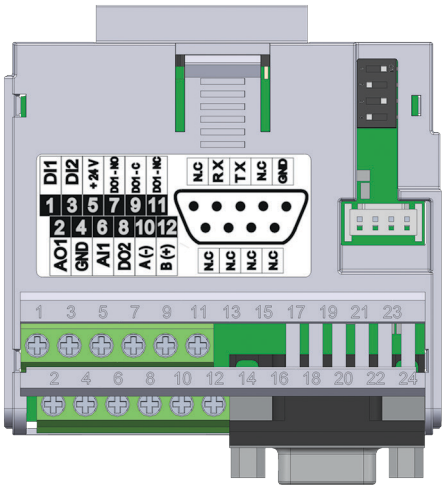

Abbildung 20.2: Steckmodul CFW500-CRS232
Das CFW500-CRS232 Steckmodul verfügt über eine Serielle Schnittstelle (1) über den RS-485-Port an den Anschlussklemmen 10 (A-) und 12 (B+), sowie über eine Serielle Schnittstelle (2) über den RS-232-Port am Standardanschluss DB9, vgl. Abbildung 20.2 auf Seite 20-1.